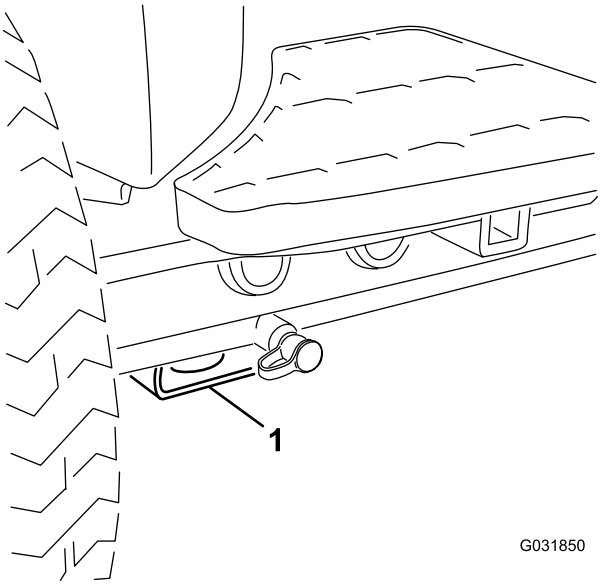

Figur 28
- **Maskinens främre del** – fyrkantigt belägg under axelröret inuti respektive framdäck (Figur 28).